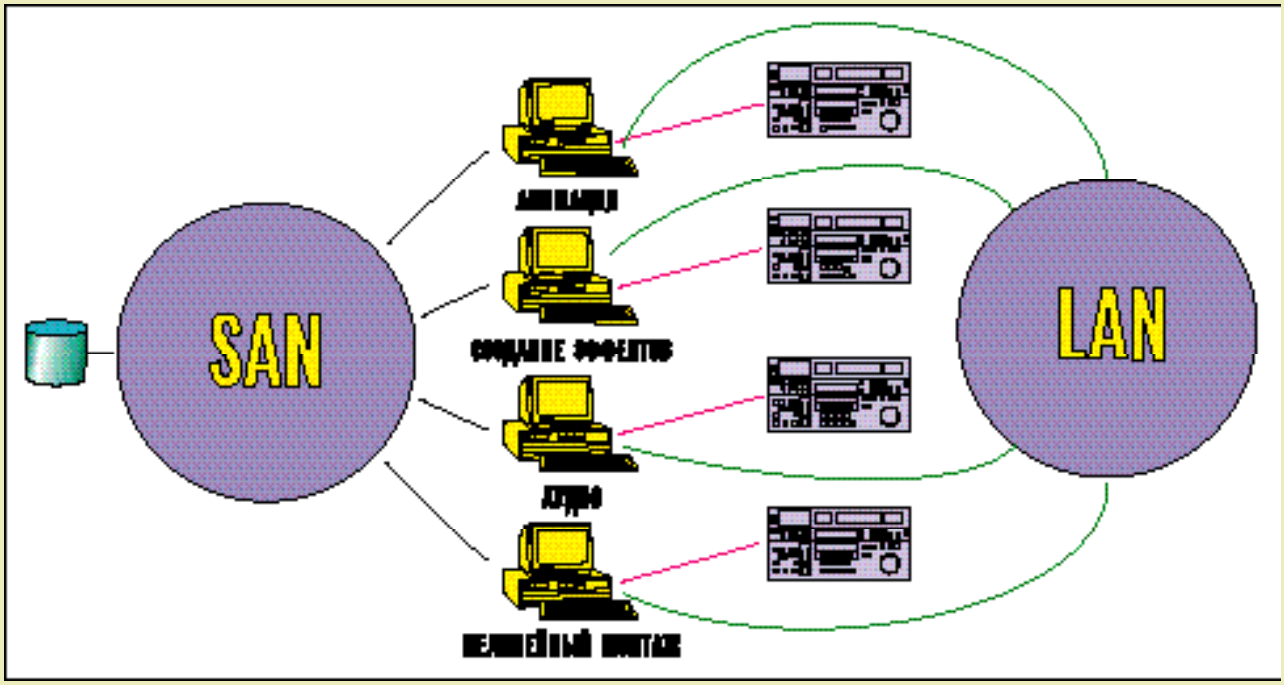

Рис. 2. Сеть областей хранения SAN (Storage Area Network)
С появлением технологий Fibre Channel (FC) цифровые медиаданные могут редактироваться в сети, состоящей из множества автоматизированных рабочих мест, в реальном масштабе времени (рис.2). Этот технологический подход называется SAN (Storage Area Network), или сеть областей хранения. Технология FC-SAN позволяет редакторам, аниматорам и другим операторам компьютерных рабочих станций, находясь в сети с разделенной областью хранения, пользоваться медиаданными в режиме реального времени. Они могут делать это без выполнения своей локальной копии и выдавать готовый материал на выход без прерывания живого эфира или другой работы. Каждому пользователю сети, построенной по технологии FC-SAN, массив хранения медиаданных отвечает так быстро, будто это был локальный диск.